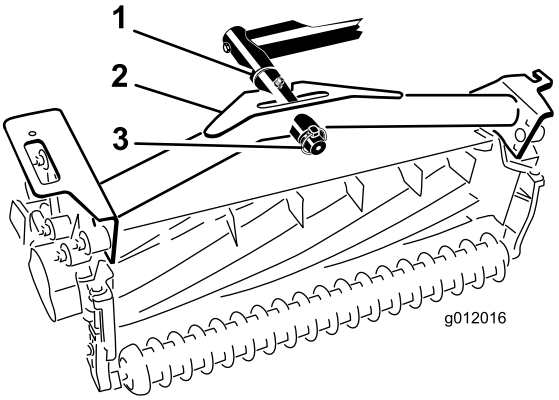

Figur 20
2. Skjut på klippenhetens bärram på svängtappen och fäst den med en hjulsprint (Figur 20).